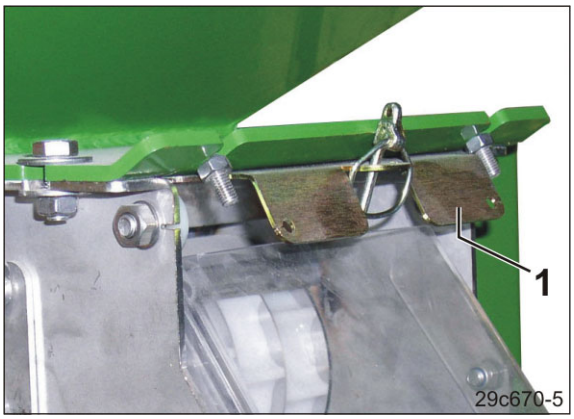

Fig. 202
3. Luk spjældet (Fig. 202/1), når det kun er doseringsenheden og ikke såsædsbeholderen, der skal tømmes (se kapitlet "Isætning af doseringsvalse i doseringsenheden", på side 132).
9. Åbn spjældet (Fig. 202/1) (se kapitlet "Isætning af doseringsvalse i doseringsenheden", på side 132), og sørg for at sikre det med en ringstift.